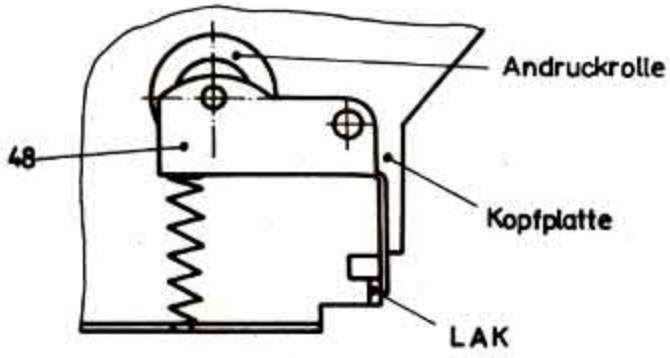

Abb. 7
5.8.2.4. Einstellung des Andruckrollenhebels (48)
Das Laufwerk wird in Funktion „Wiedergabe" geschaltet. Dann wird der Pausenschieber langsam gedrückt. Dabei müssen Aufwickel (53) und Rolle (48 a) gleichzeitig stehenbleiben. Ist das nicht der Fall, kann durch Verbiegen der Lasche LAK (Abb. 7) der Kopfplatte (47) eine Korrektur erfolgen.